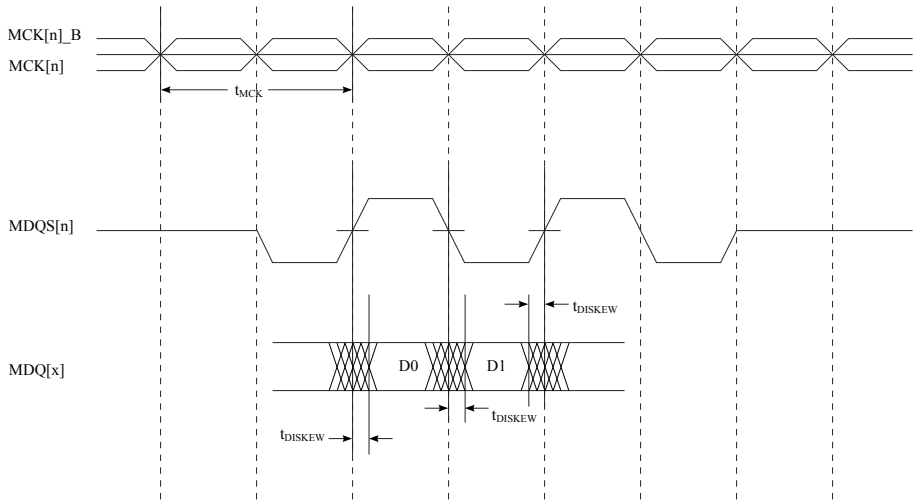
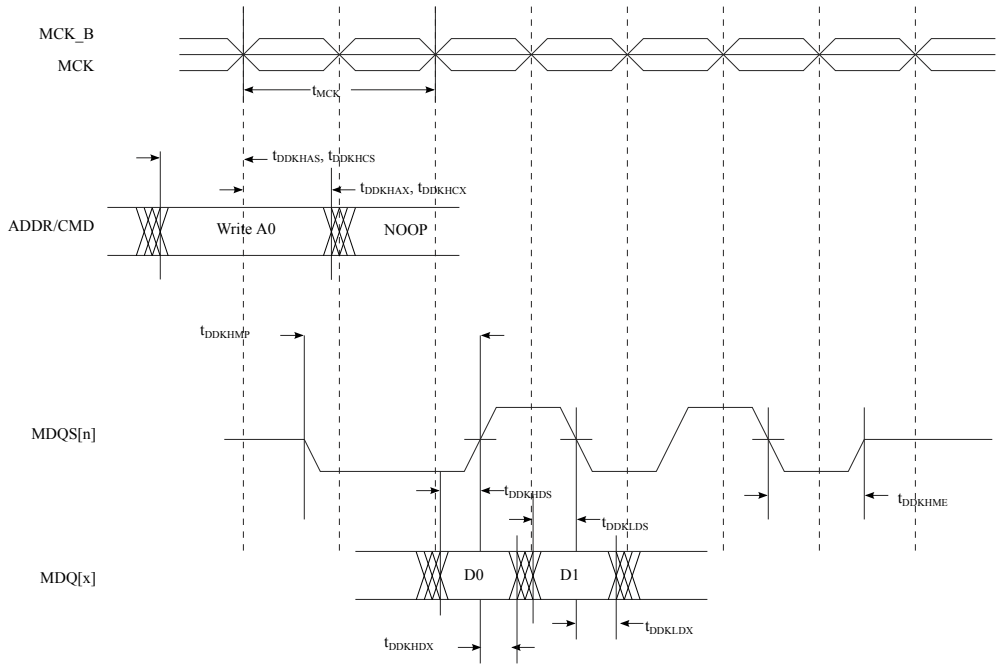

Figure 12. DDR4 SDRAM interface input timing diagram
Figure 13. DDR4 SDRAM interface output timing diagram
3. See Figure 12.
2. See Figure 12.
4. The symbols used for timing specifications follow the pattern of $t_{\text{(first two letters of functional block)(signal)(state) (reference)(state)}}$ for inputs and $t_{\text{(first two letters of functional block)(reference)(state)(signal)(state)}}$ for outputs. Output hold time can be read as DDR timing (DD) from the rising or falling edge of the reference clock (KH or KL) until the output went invalid (AX or DX). For example, tDDKHAS symbolizes DDR timing (DD) for the time tMCK memory clock reference (K) goes from the high (H) state until outputs (A) are setup (S) or output valid time.
6. See Figure 13.